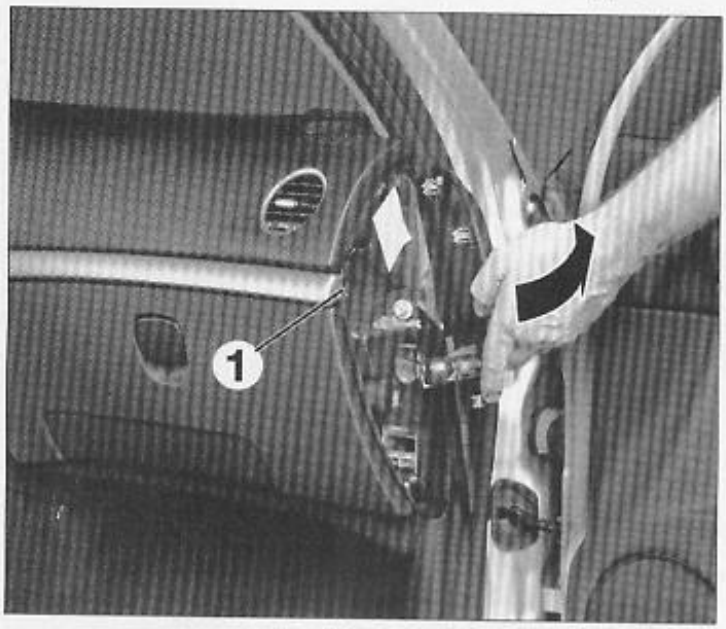
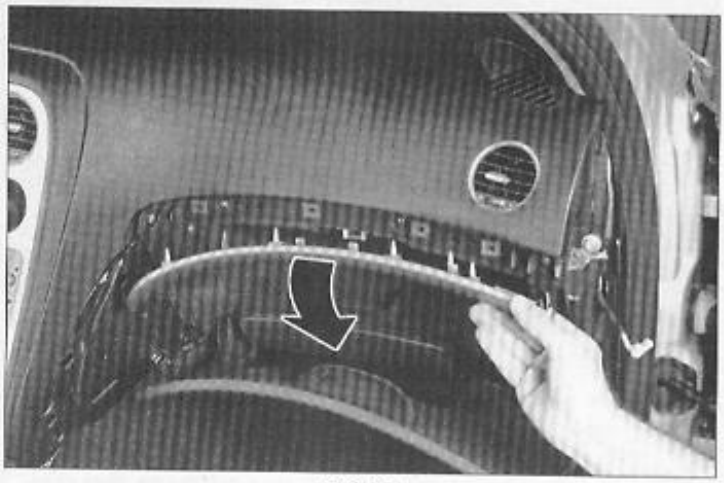

FIG. 12
FIG. 13
• A l'extrémité droite de la planche de bord, dégrafer le cache latéral et débrancher le contacteur à clé d'inhibition avant de déposer le cache **(Fig.12)**.
• Déposer la vis de fixation (1) devenue accessible **(Fig.12)** et dégrafer l'enjoliveur maintenu en 4 points **(Fig.13)**.